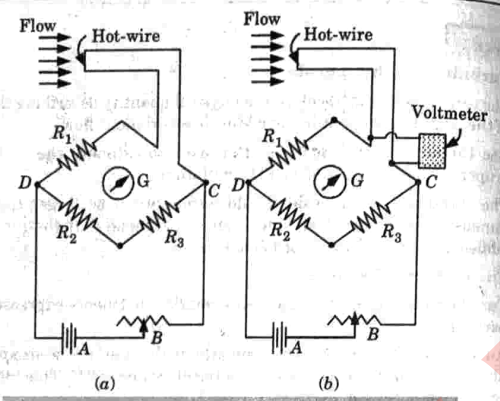

Fig. 4.14.1. (*a*) Constant-current hot-wire anemometer, (*b*) Constant-temperature hot-wire anemometer.
4. In the arrangement shown in Fig. 4.14.1(*a*), constant current is passed through wire by keeping the voltage across the bridge.
7. Fig. 4.14.1(*b*) illustrates another arrangement for hot-wire anemometer which is termed as constant temperature (or constant-resistance) hot-wire anemometer.